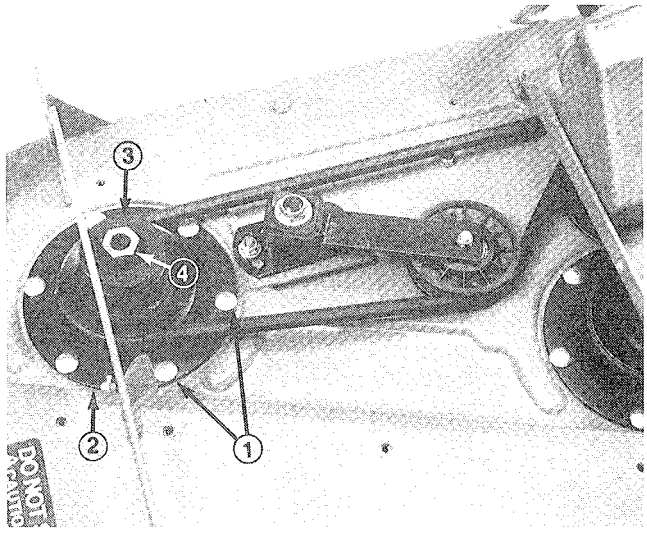

Figure 4
4. Remove six carriage bolts and flange nuts securing spindle housing assembly and support ring to cutting unit (Fig. 4). Slide spindle housing assembly out bottom of cutting unit.